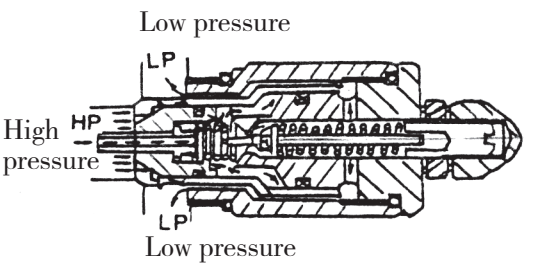

Fig.7.6
(2) When the pressure in the cylinder port "HP" reaches the set pressure of the pilot poppet spring force,the pilot poppet "E" opens.The oil passes around the poppet,flowing through the drilled hole to the low pressure side "LP".(See Fig.7.6)